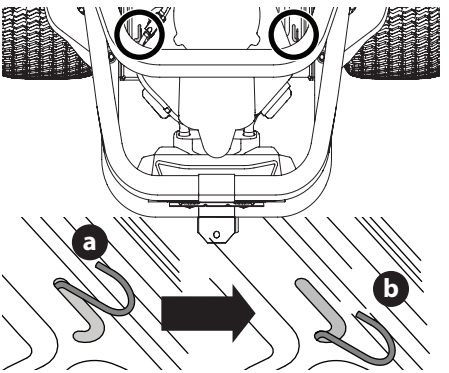

Fig. 1
1. Pour engager les goupilles de dérivation de transmission, tirez la goupille vers l'arrière (a), puis insérez-la dans la section inférieure de la fente en forme de « J » (b). Répétez cette étape du côté opposé (Fig. 1).